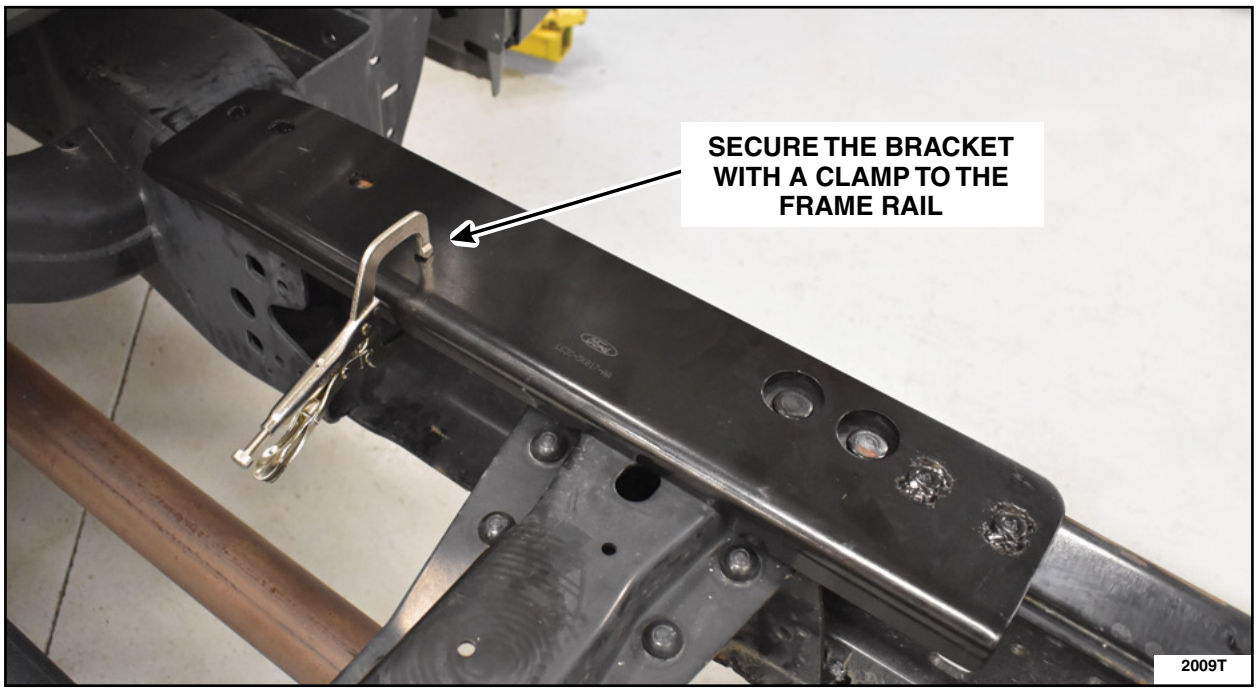

FIGURE 12
c. Clamp the bracket to the frame and center punch the front two (2) holes. See Figures 12 and 13.